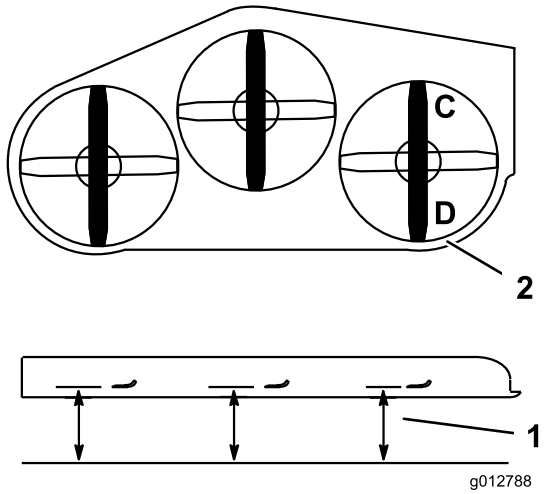

Figure 86
1. Tournez la lame droite dans le sens longitudinal (Figure 86).
2. Mesurez et notez la distance au point **C** entre la surface plane et le tranchant de la pointe de la lame droite (Figure 86).
3. Mesurez et notez la distance au point **D** entre la surface plane et le tranchant de la pointe de la lame droite (Figure 86).
4. La lame doit être plus basse de 6 à 10 mm (1/4 à 3/8 po) au point **C** qu'au point **D** (Figure 86). Si ce n'est pas le cas, passez aux étapes suivantes.